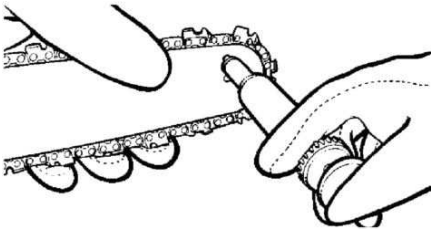

Рис.17
- подавайте масло в любое из отверстий при помощи масленки до тех пор, пока оно не появится в отверстии с другой стороны шины (рис.17);